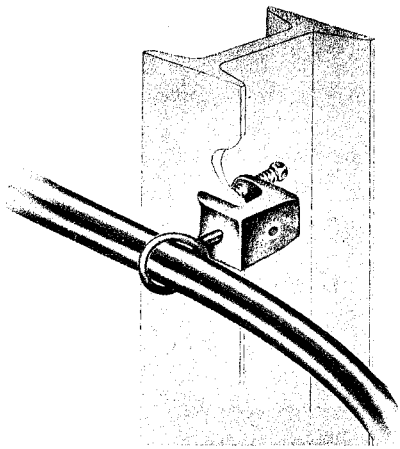

Fig. 3 — B Insulator Support
3.04 ***B Insulator Support*** (Fig. 3)